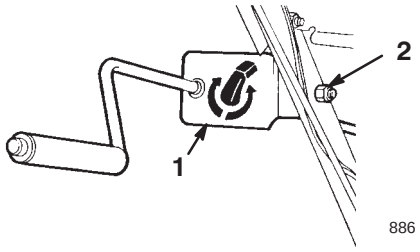

Figur 14
1. Montera utkastarfästet och stången till vänster om handtaget med bulten och låsmuttern såsom framgår av figur 14.